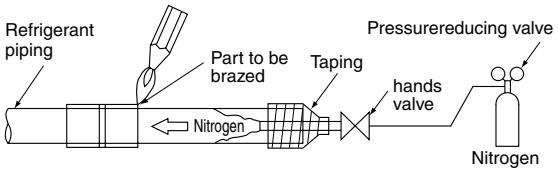

Fig. 7
- Perform nitrogen substituent or apply nitrogen into the refrigerant piping (see NOTE 1) in the case of refrigerant piping blazing (see NOTE 2). Then perform the flare connection of the indoor unit. **(Refer to Fig. 7)**